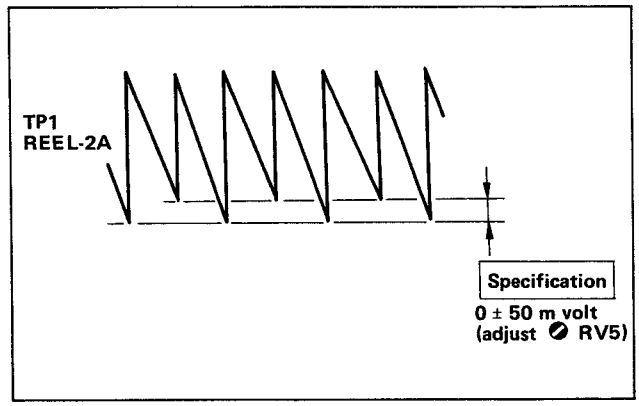

Fig. 6-13.
4. There are slight voltage difference in every one cycle of the waveform at the TP1/REEL-2A Board. Adjust the volume control ⊘ RV-5 so that the voltage difference satisfies the specification shown in Fig. 6-13.